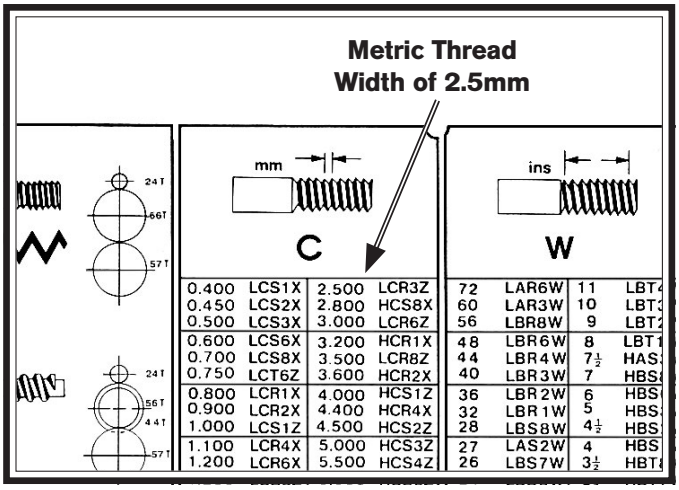

Figure 77. Metric thread chart.
2. Locate the line in the metric thread chart that lists the setting for 2.5mm threads, as illustrated in **Figure 77**.